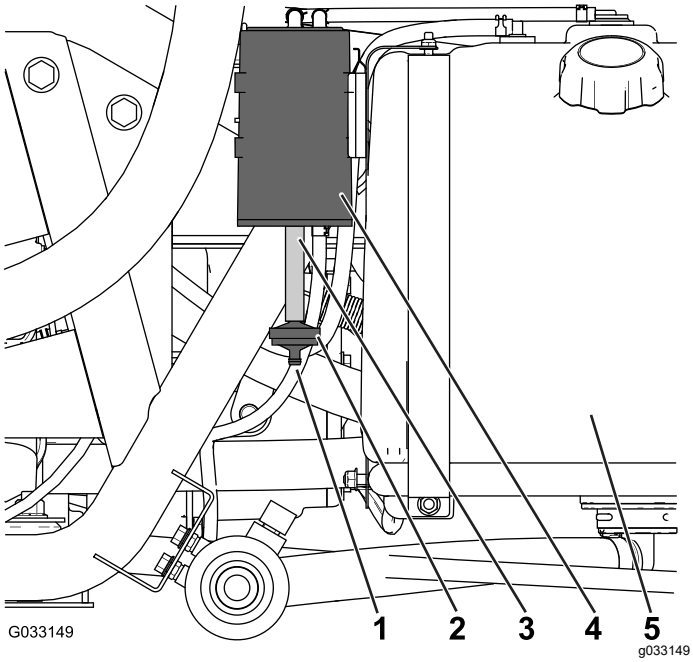

Figur 47
Kontrollera öppningen längst ned på kolkanisterns luftfilter och se till att den är ren och fri från skräp och blockeringar (Figur 47).
1. Ta bort kolkanisterfiltrets koppling med hullingar från slangen längst ned i kolkanistern, och ta bort filtret (Figur 47).